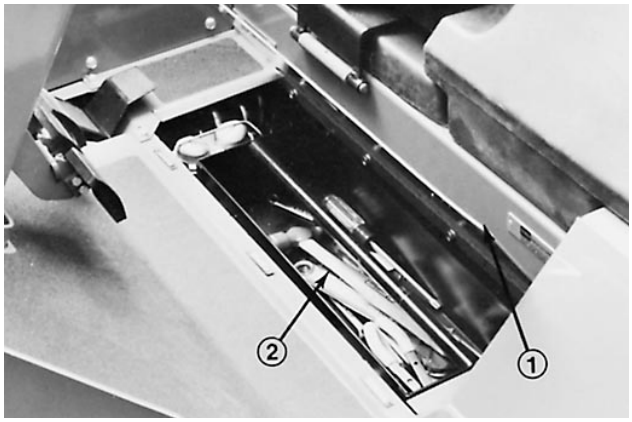

Afbeelding 53
1. Licht de vloerplaat voor de bestuurdersstoel op (Afb. 53). Verwijder de gereedschapsbak.
2. Haal de kantelbeugel van het maaidek uit de gereedschapskist onder de vloer van de tractie- eenheid (Afb. 53) en de klikpennen uit de lasconstructies op het frame van de tractie-eenheid en de liftarm van het maaidek.